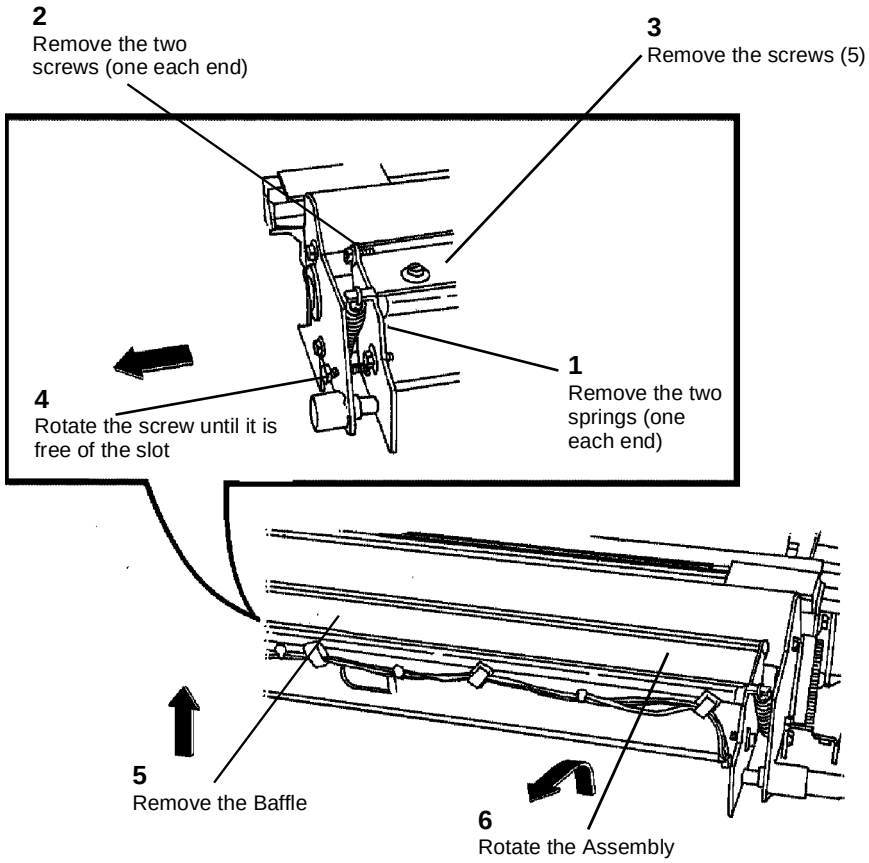

**Figure 2 Removing the Baffle**
8. (Figure 2): Remove the Baffle.